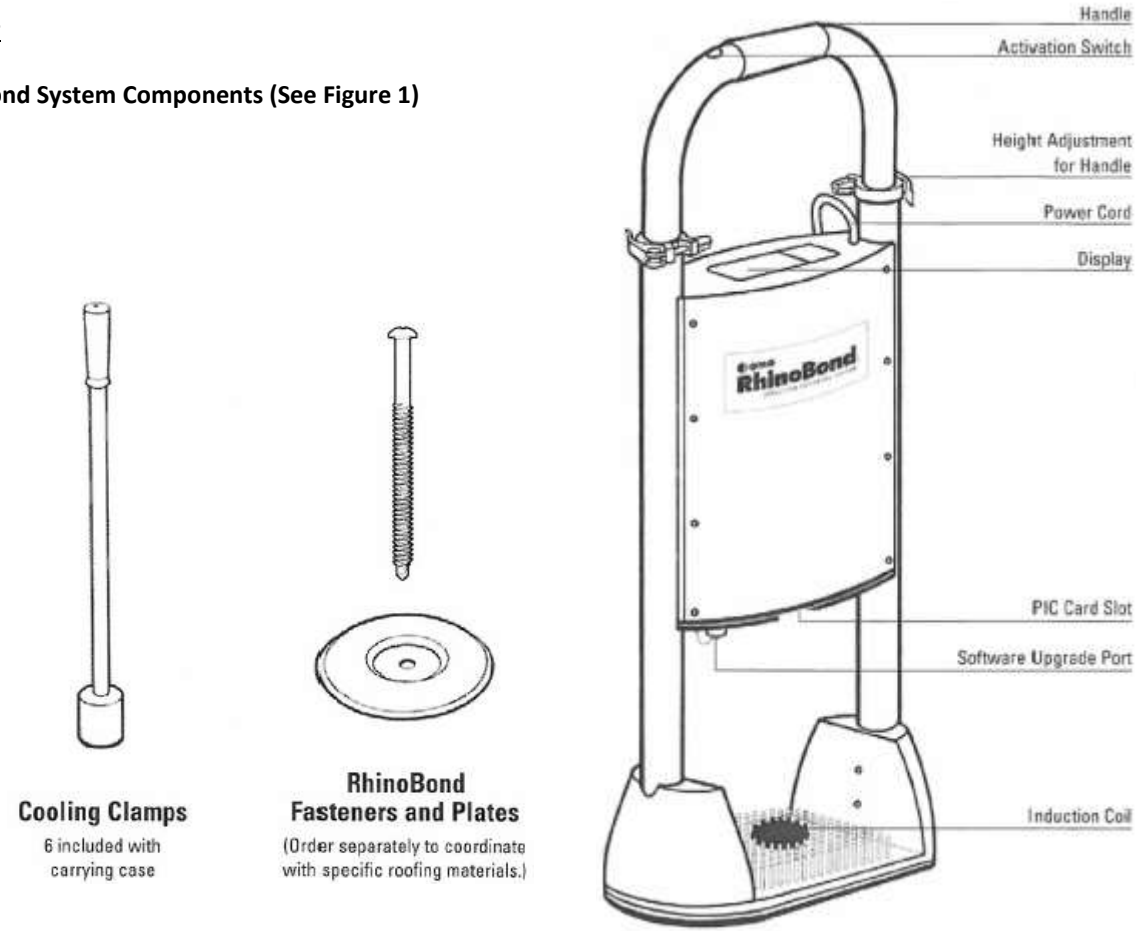

Figure 1
1) RhinoBond System Components (See Figure 1)